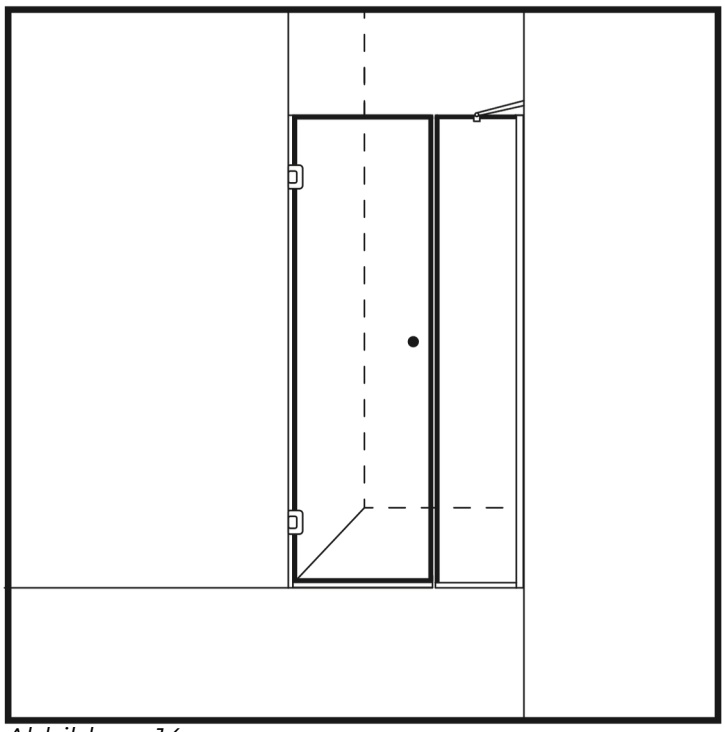

Abbildung 14
34. Montieren Sie die mitgelieferte Borstendichtung am unteren Rand des Glases. Montieren Sie die längere Magnetdichtung an der äußeren vertikalen Seite des Türglases und zwischen dem Berührungspunkt mit der stationären Glaswand. Schneiden Sie von der Dichtung, die für die Seite zwischen dem Türglas und den stationären Glasscharnieren vorgesehen ist, Stücke in der richtigen Länge ab und bringen Sie diese an. (Abbildung 14)